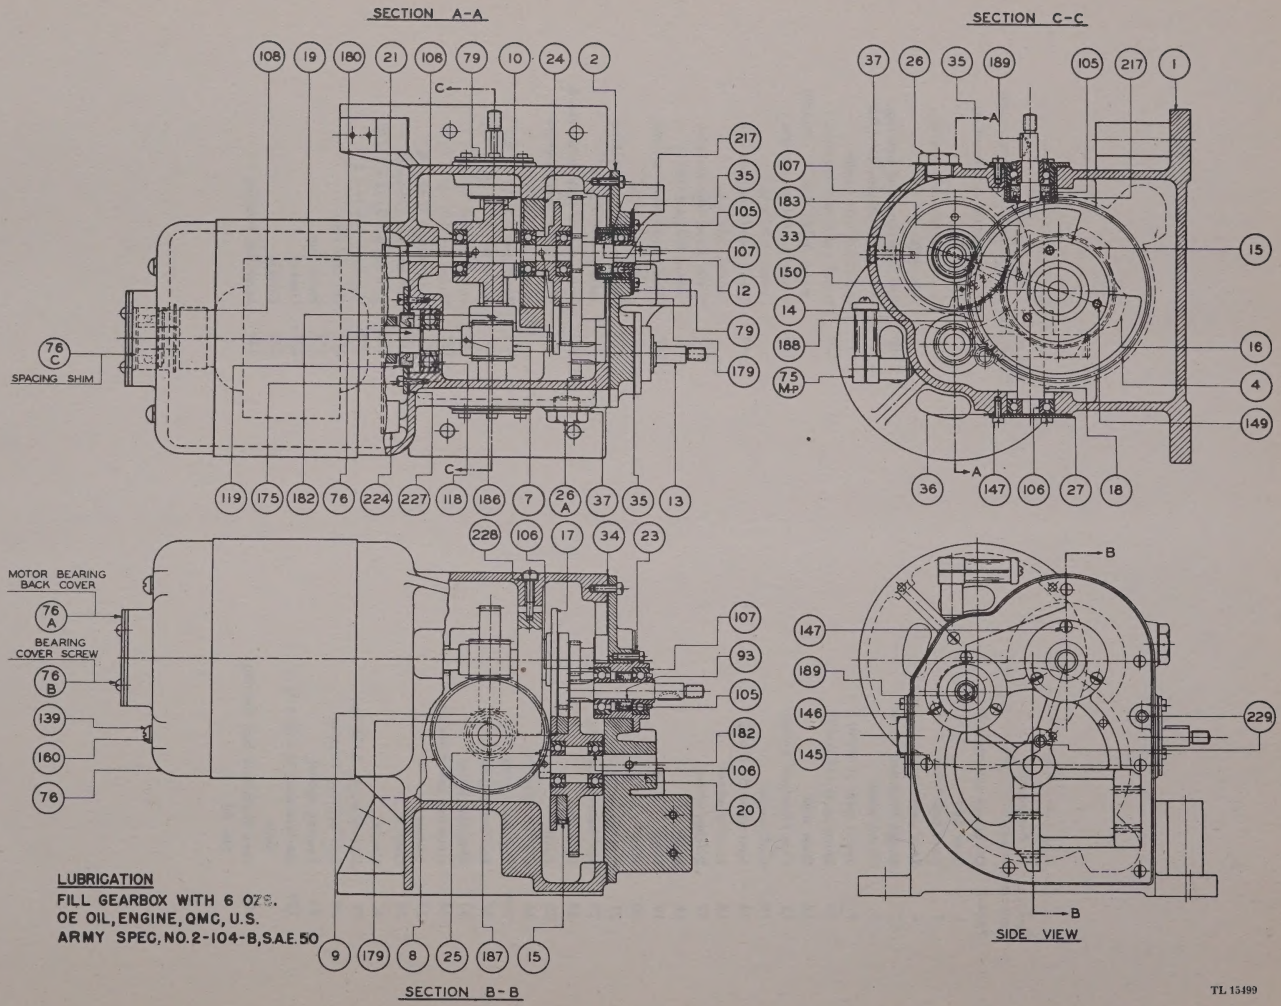

Figure 57. Radio range keyer, gear box assembly.
f. In removing or replacing any part where a grease seal has to be removed, replace it with the hollow side of seal toward the inside of the gear box as shown in figure 57 (No. 217).
c. In removing or replacing any parts where a grease seal has to be removed, it should be placed with the hollow side of the seal toward the inside of the gear box as shown in figure 57 (No. 217).